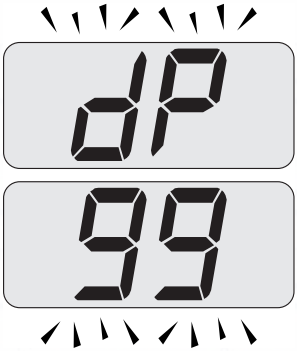

Fig. 9.22
- Press further key 16 to vary again the output in chimney sweep mode: when the LCD display displays the letters **dP** that alternate with the heating water temperature value (e.g.**99**), the "chimney sweep function" is at maximum output in domestic hot water mode (Fig. 9.22).